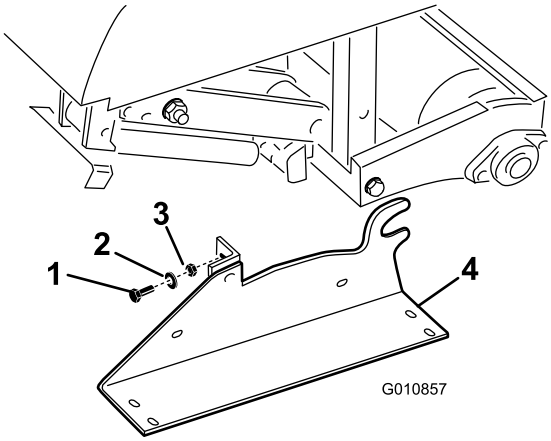

Figur 25
2. Fjern de bolte, låseskiver og møtrikker, der fastgør støttebenene på hver ende af dybdelufteren (Figur 25).